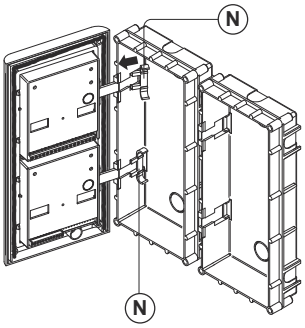

Fig. 74
2. Continue from step **4** of surface mounting instructions, but at step **7** hook the hinge locks Ⓝ as shown on **Fig.74.**